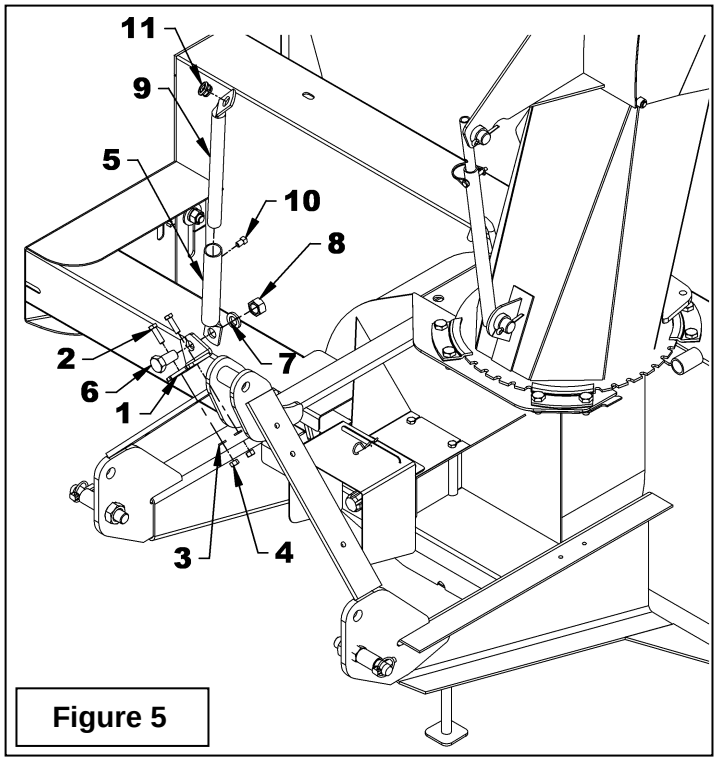

Figure 5
7. **Figure 5:** Installer la fixation (item 1) sur le bras gauche ou droit du trois points avec deux boulons 3/8" NC x 1 1/4", rondelles de blocage 3/8" et écrous 3/8" (items 2-3-4). Serrer fermement.
8. **Figure 5:** Installer la fixation du support de manivelle (item 5) à la fixation (item 1) avec un boulon 3/4"NC x 1 1/4", rondelle de blocage 3/4" et écrou 3/4" (items 6-7-8) en s'assurant de placer les fixations dans la position illustrée.
9. **Figure 5:** Insérer le support de manivelle (item 9) dans la fixation (item 5) en ajustant la hauteur du support selon vos besoins et fixer en place avec une vis de pression à tête carrée 3/8" x 1/2" (item 10).
10. **Figure 5:** Insérer le guide (item 11) dans le support de manivelle (item 9).
12. **Figure 5:** Une fois la souffleuse attachée au tracteur, ajuster la direction et la hauteur de la manivelle afin d'obtenir une position d'opération confortable et sécuritaire. Serrer la vis de pression (item 10) sur le support ainsi que le boulon 3/4" x 1 1/2", la rondelle de blocage 3/4" et l'écrou 3/4" (items 6-7-8).